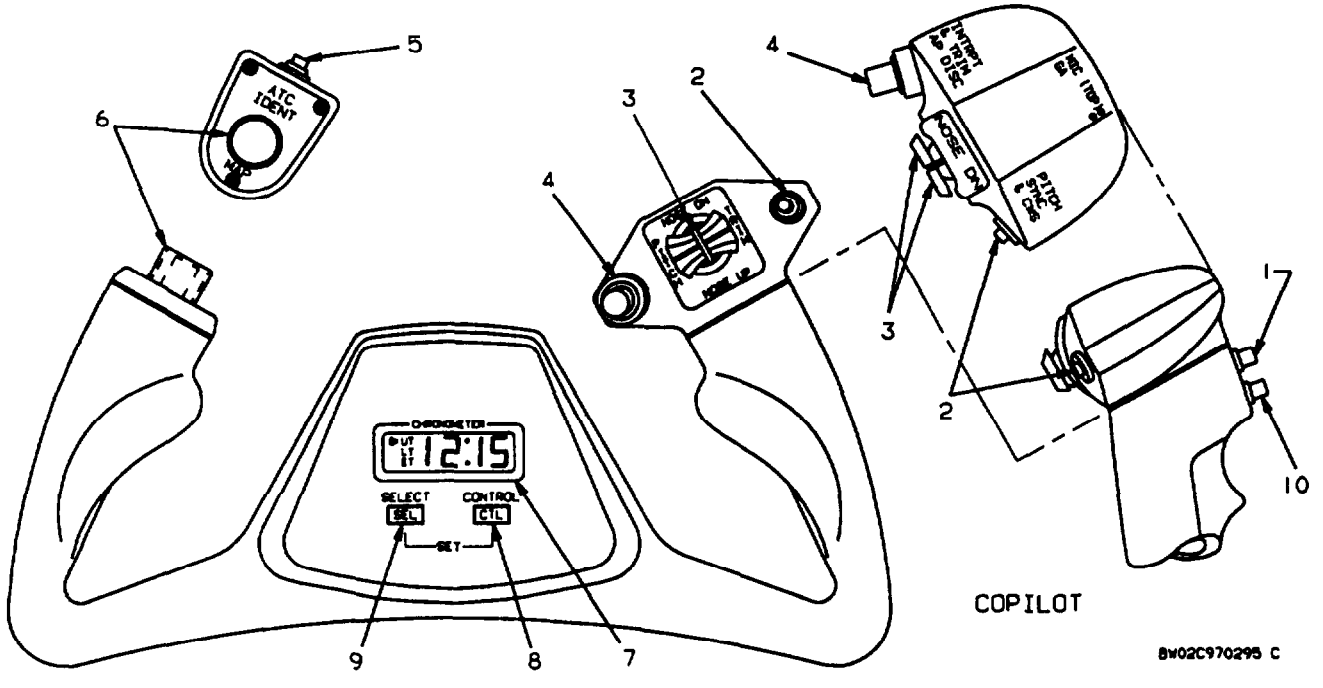

Figure 2-21. Control Wheels
Elevator and aileron control surfaces are operated by manually actuating either the pilot's or copilot's control wheel (fig. 2-21). A control wheel is installed on each side of the instrument panel. Switches are installed in the outboard grip of each wheel to operate the elevator trim tabs. A microphone switch; an autopilot/yaw damp/electric trim disconnect switch; and a pitch synchronize and control wheel steering switch are also installed in the outboard grip of each control wheel. The outboard grip of the copilot's control wheel also has a go around **(GA)** switch. A transponder ident switch is installed on the forward side of the
b. Electric Elevator Trim. The electric elevator trim system is controlled by dual element thumb switches on the control wheels (fig. 2-21), and a trim disconnect switch on each control wheel. The system is protected by two lo-ampere circuit breakers placarded **NO 1** and **NO 2 AP TRIM POWER,** located on the right sidewall circuit breaker panel (fig. 2-7). The dual element thumb switch is moved forward for trimming nose down and aft for nose up. When released, the switch returns to the center (off) position. Any activation of the trim system through the copilot's trim switch can be over-ridden by activation of the pilot's switch. Simultaneously operating the pilot's and copilot's switches in opposing directions results in the pilot having priority. An annunciator placarded **ELEC TRIM OFF** on the caution/advisory annunciator panel indicates failure or disconnect of the electric trim system.